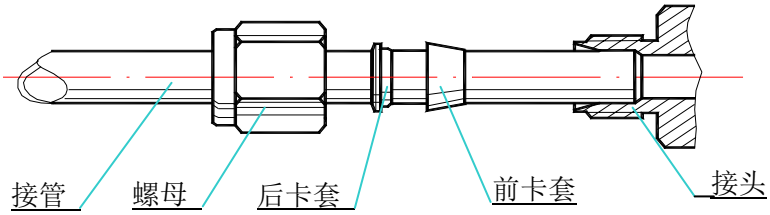

图 6. 双卡套接头安装示意图
一般用金属管将质量流量控制器与气路相连接，在要求不高的情况下也可以用尼龙管或其它较硬的弹性塑料管。双卡套接头的连接方法，如图 6 所示。注意流量计通道上的箭头指示的方向是气流方向，进出气方向不能接反。
**按图 6 所示安装接管时,在装上前卡套、后卡套、螺母后,先用手将螺母与接头拧紧,再用扳手拧紧(国外进口的双卡套接头要求用扳手旋转 1.25 圈拧紧),以保证不漏气。注意应该使用双扳手操作,用一只扳手卡住接头不动,用另一只扳手旋转螺母。特别是在拆卸接管时必须使用双扳手操作,否则会引起接头松动,影响密封。**